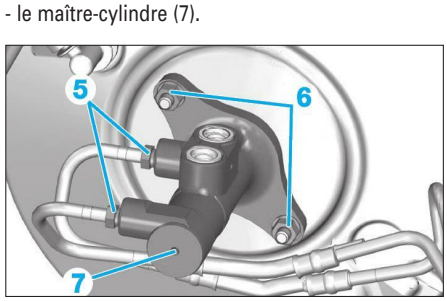

**Fig. 13**
• Désaccoupler les deux canalisations d'alimentation de liquide de frein (5) **(Fig.13)**.
- les deux écrous (6),
- le maître-cylindre (7).